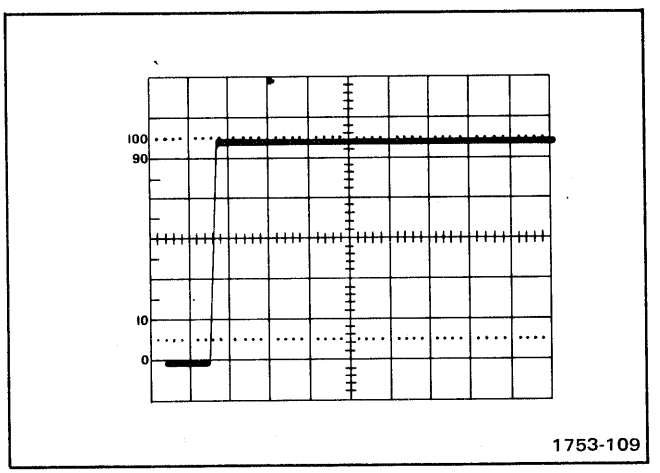

Figure Option 10-6. Typical display of transient response when high-frequency conpensation is correctly adjusted.
e. CHECK—that aberrations on the positive-going step are within 3% (±0.15 division). See Figure Option 10-6 for typical display.